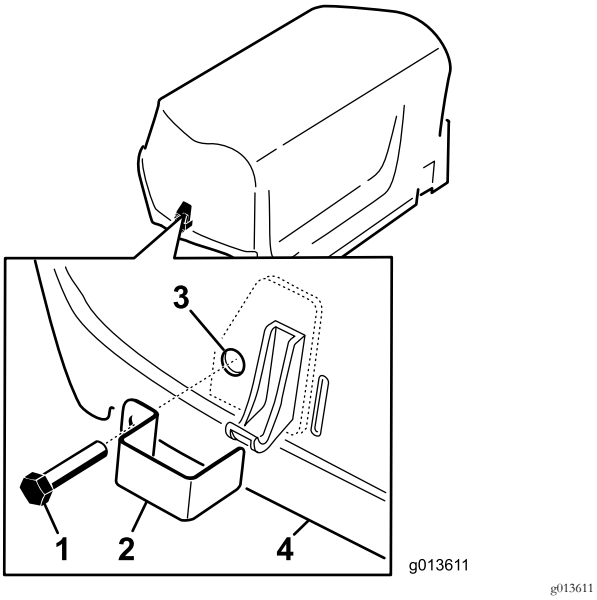

Rysunek 7
1. Zamocuj blokadę zaczepu na lewym i prawym zaczepie pokrywy za pomocą śruby (łącznie dwóch) (Rysunek 7).
2. Za pomocą szczypiec lub klucza regulowanego wkręć wewnętrzną podkładkę blokującą na każdą śrubę (1-2 obroty), aby zabezpieczyć śruby (Rysunek 7).